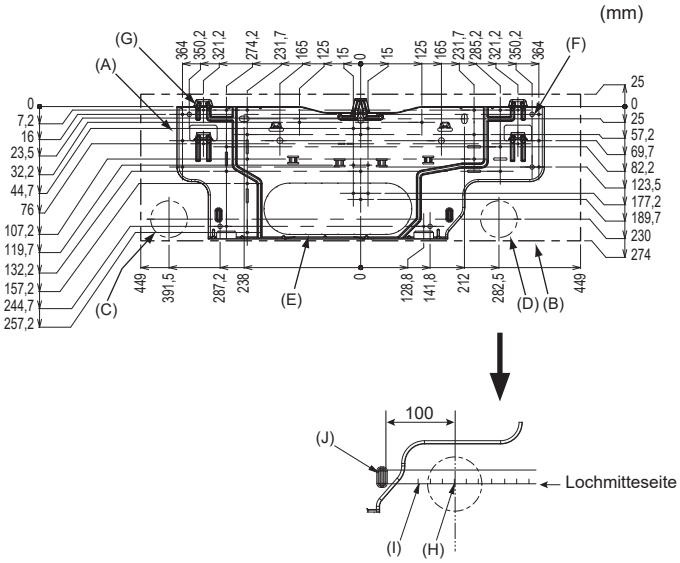

Abb. 3-2
3.2. Anbringung der Wandbefestigungen (Abb. 3-2)